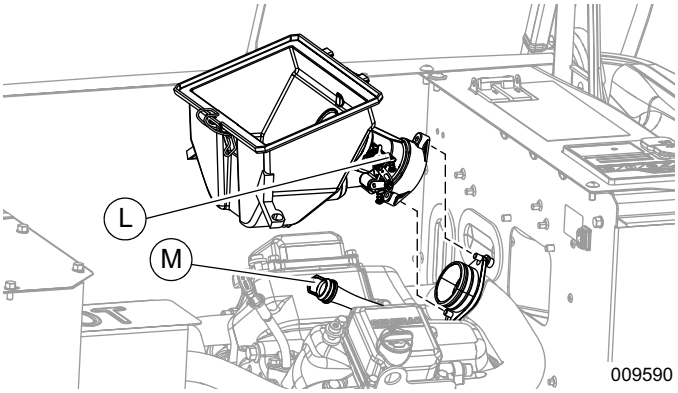

Figure 9. Retrait du mélangeur (série 500/1000)
4. Voir ***Figure 9***. Retirez les vis fixant le mélanger au collecteur d'entrée (vis d'accès situées derrière le panneau de séparation). Mettez la boîte à vent et le mélangeur (L) de côté, avec les câbles encore raccordés au mélangeur, de sorte à ce que le tuyau du reniflard soit exposé (M).